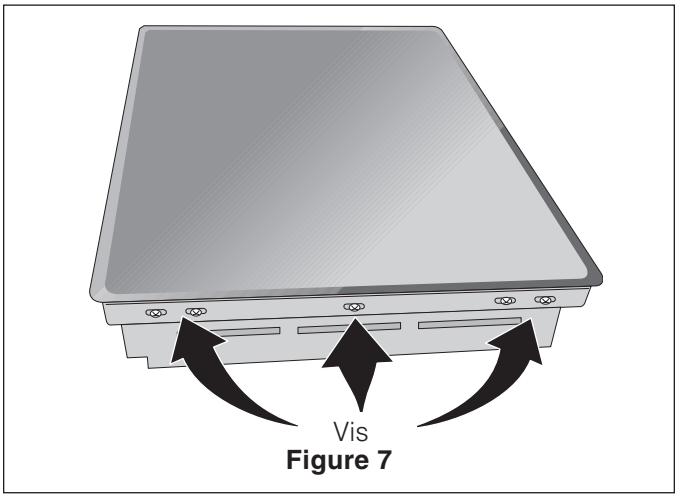

Figure 7
1. Vérifiez si la table de cuisson est endommagée. Veillez également à ce que toutes les vis de la table de cuisson soient bien serrées (Figure 7).